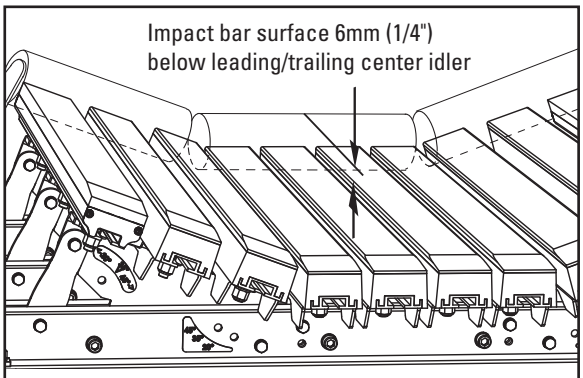
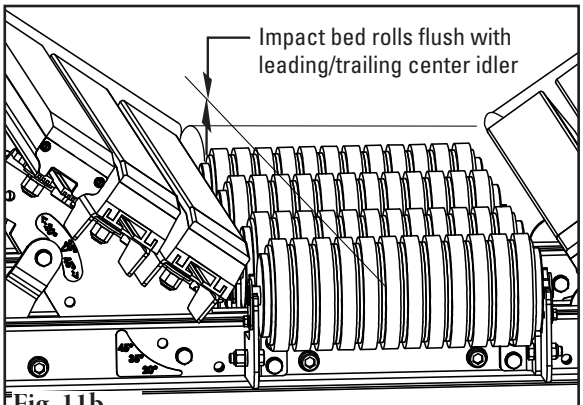

Fig. 11a
Fig. 11b
11. **Confirm correct clearance between impact bars and belt.** Reference Table 2 to confirm center roll height. On beds with full bars, this should provide a 6mm (1/4") gap to lift the belt (Fig. 11a). On beds with rolls, this should align the idler with the rolls on the bed (Fig. 11b). If this gap or alignment is incorrect, shim idlers or bed accordingly.